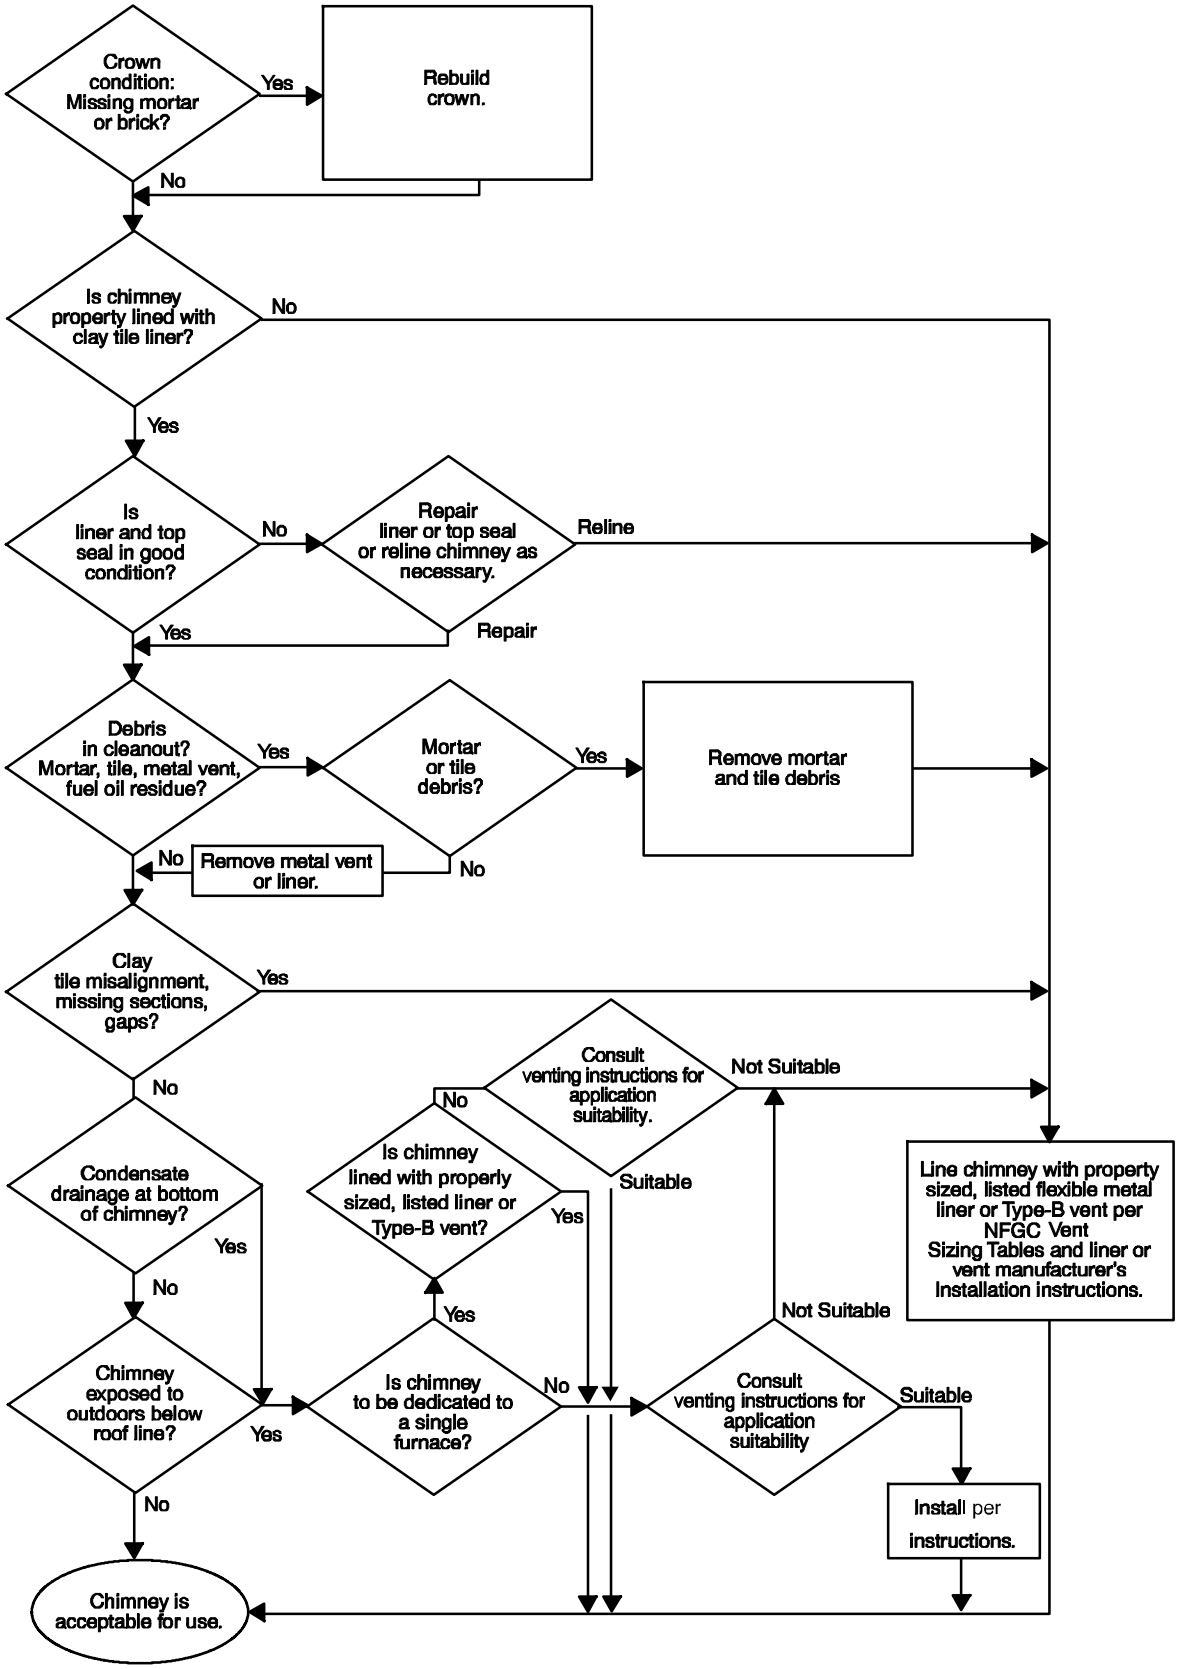

Fig. 29 - Chimney Inspection Chart
6. Do not vent this appliance into an unlined masonry chimney. Refer to Chimney Inspection Chart, Fig. 29.
Inspections before the sale and at the time of installation will determine the acceptability of the chimney or the need for repair and/or (re)lining. Refer to the Fig. 29 to perform a chimney inspection. If the inspection of a previously used tile-lined chimney: